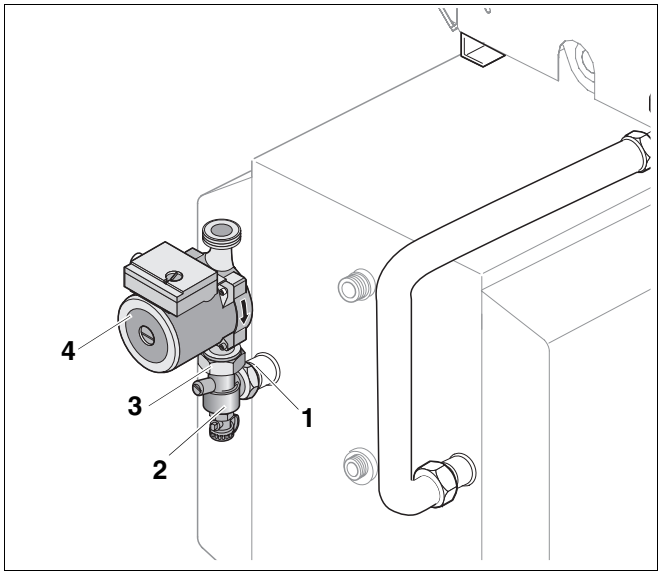

Fig. 9 Installing flow connection on the DHW cylinder
- Insert gasket (Fig. 9, **Item 1**) into the union nut on the angled non-return valve (Fig. 9, **Item 2**) and screw onto cylinder flow.
- Insert gasket (Fig. 9, **Item 3**) for the pump into the other union nut on the angled non-return valve (Fig. 9, **Item 2**) and screw cylinder DHW pump (Fig. 9, **Item 4**) with downwards flow direction onto the angled non-return valve.